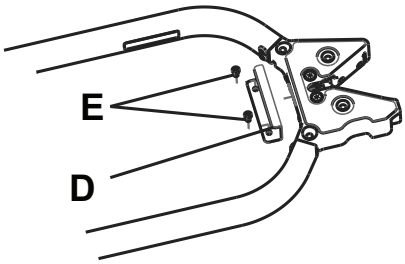

Рисунок 16 – Пластина защелки
1. С помощью шестигранного ключа M6 установите пластину защелки (610000010015) (D) из комплекта поставки и два болта с головкой под шестигранник M6 (E) (не входят в комплект поставки) непосредственно за защелкой фиксатора каталки (Рисунок 16).